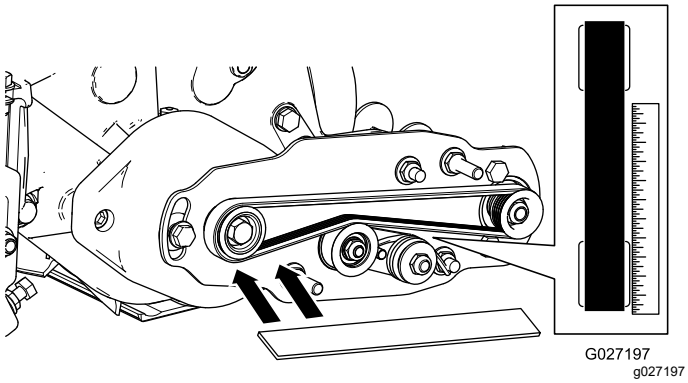

Figura 18
- Appoggiate un regolo sulla superficie esterna della puleggia **motrice** (Figura 18). **Non** appoggiate il regolo sulla puleggia motrice e la puleggia condotta.